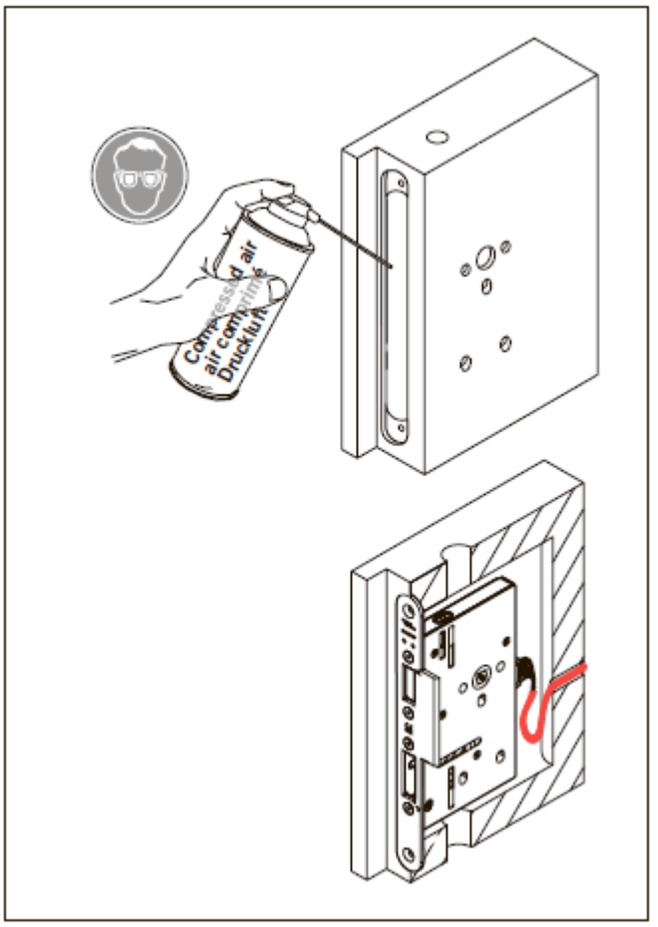

Рис. 39 Вставка дверного замка
6. Вставьте дверной замок в углубление в дверном полотне (рис. 39).